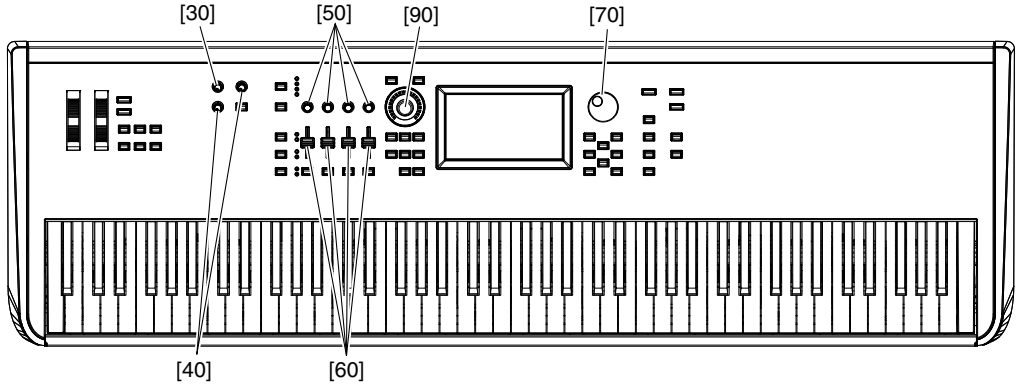

Fig. 5（図 5）
4-1. Remove the encoder knob marked [70]. (Fig. 5)
5-1. Remove the four (4) encoder knobs marked [50], the four (4) slider knobs marked [60] and the S knob marked [90]. (Fig. 5)
4-1. [70] のエンコーダツマミを外します。（図 5）
5-1. [50] のエンコーダノブ 4 個、[60] のスライダーノブ 4 個、[90] の S ノブを外します。（図 5）